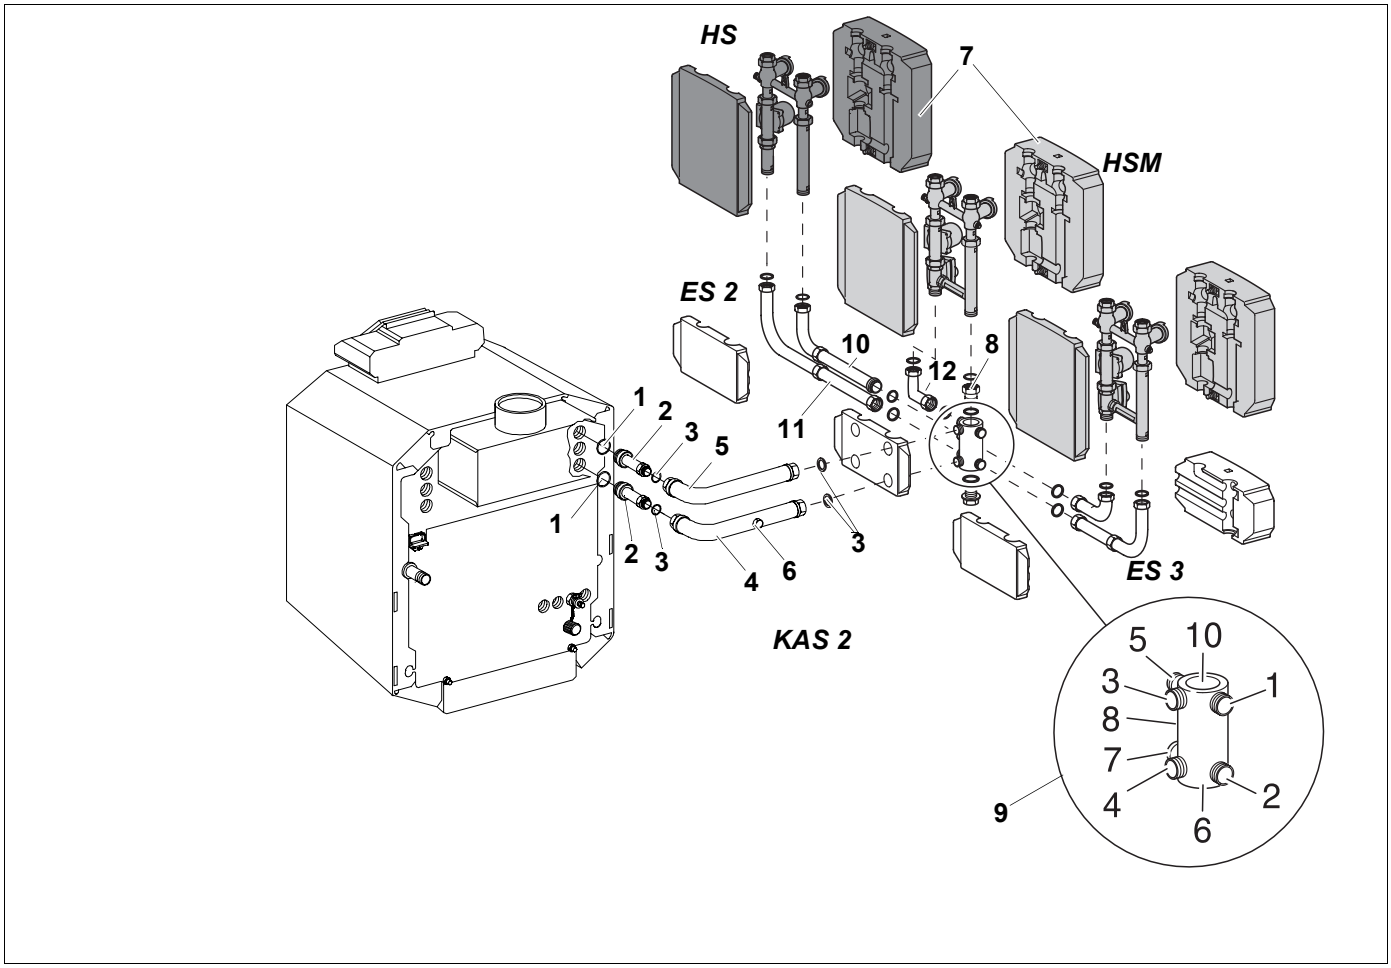

Рис. 10 Боковое подключение, левое параллельное исполнение
- Установить уплотнения (3) в переходник (8) и в уголок (12).
- Установить комплект подключения отопительного контура со смесителем (HSM) или без смесителя (HS) в соответствии с рис. 10.
Экспликация к рис. 10
- Установить уплотнение (3) в резьбовое соединение промежуточного элемента (11) и прикрутить промежуточный элемент к отводу N 7 многофункционального коллектора.
- Установить отвод трубопровода с уплотнением (3) (короткой стороной) (рис. 10).
- Установить уплотнения (3) в резьбовые соединения на обоих отводах.
- Прикрутить комплект подключения отопительного контура со смесителем (HSM) или без смесителя (HS) в соответстсвии с рис. 10.
- Установить уплотнение (3) в уголок и соединить с отводом N 1 на многофункциональном коллекторе (9).
- В промежуточный элемент (трубы обратной линии) установить уплотнение (3) и прикрутить промежуточный элемент к отводу N 2 многофункционального коллектора.
- Установить отвод трубопровода с уплотнением (3) на короткой стороне.
- Установить уплотнения (3) в резьбовые соединения подающей и обратной линий.
- Прикрутить комплект подключения отопительного контура со смесителем (HSM) или без смесителя (HS) в соответствии с рис. 10.